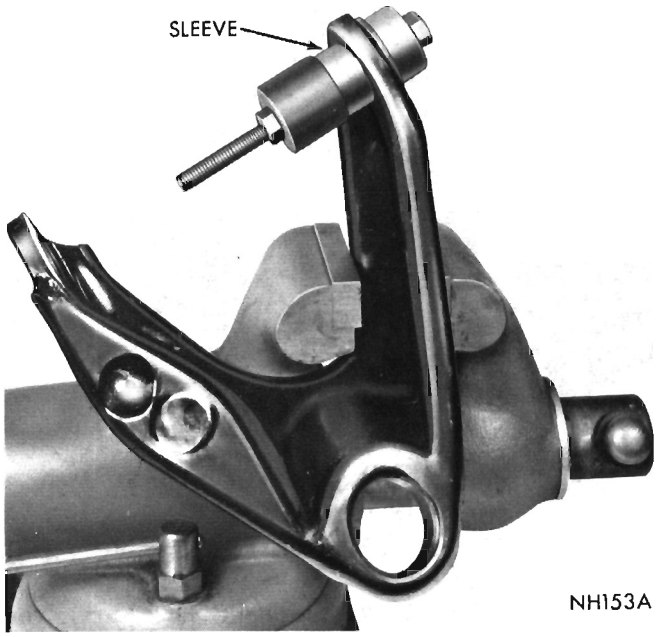

Fig. 27—Installing Support Sleeve on Bushing
(1) Position flange end of new bushing in Tool C-3710A, (Tool C-3962 Fury) support control arm squarely, and press bushings into control arm (from outside) until tapered portion of bushing seats on the arm. **On Valiant models with 10 inch front brakes and Satellite police and taxi application (using bushing support sleeve) remove Tool C-3710A after bushing has been installed and install adaptor SP-3827 in place of SP-3233A cup on tool and install support sleeve on rear bushing only (Fig. 27).**